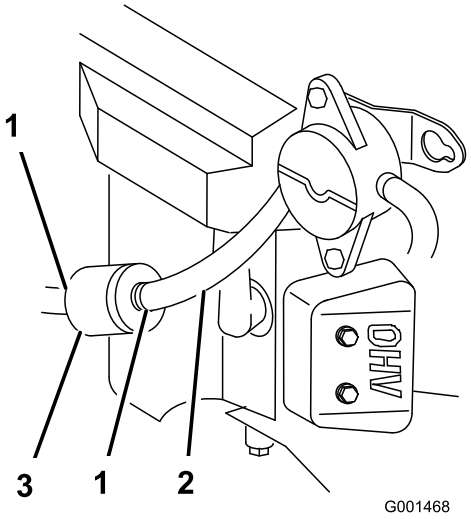

Bild 41
4. Drücken Sie die Enden der Schlauchklemmen zusammen und schieben Sie sie vom Filter weg (Bild 41).